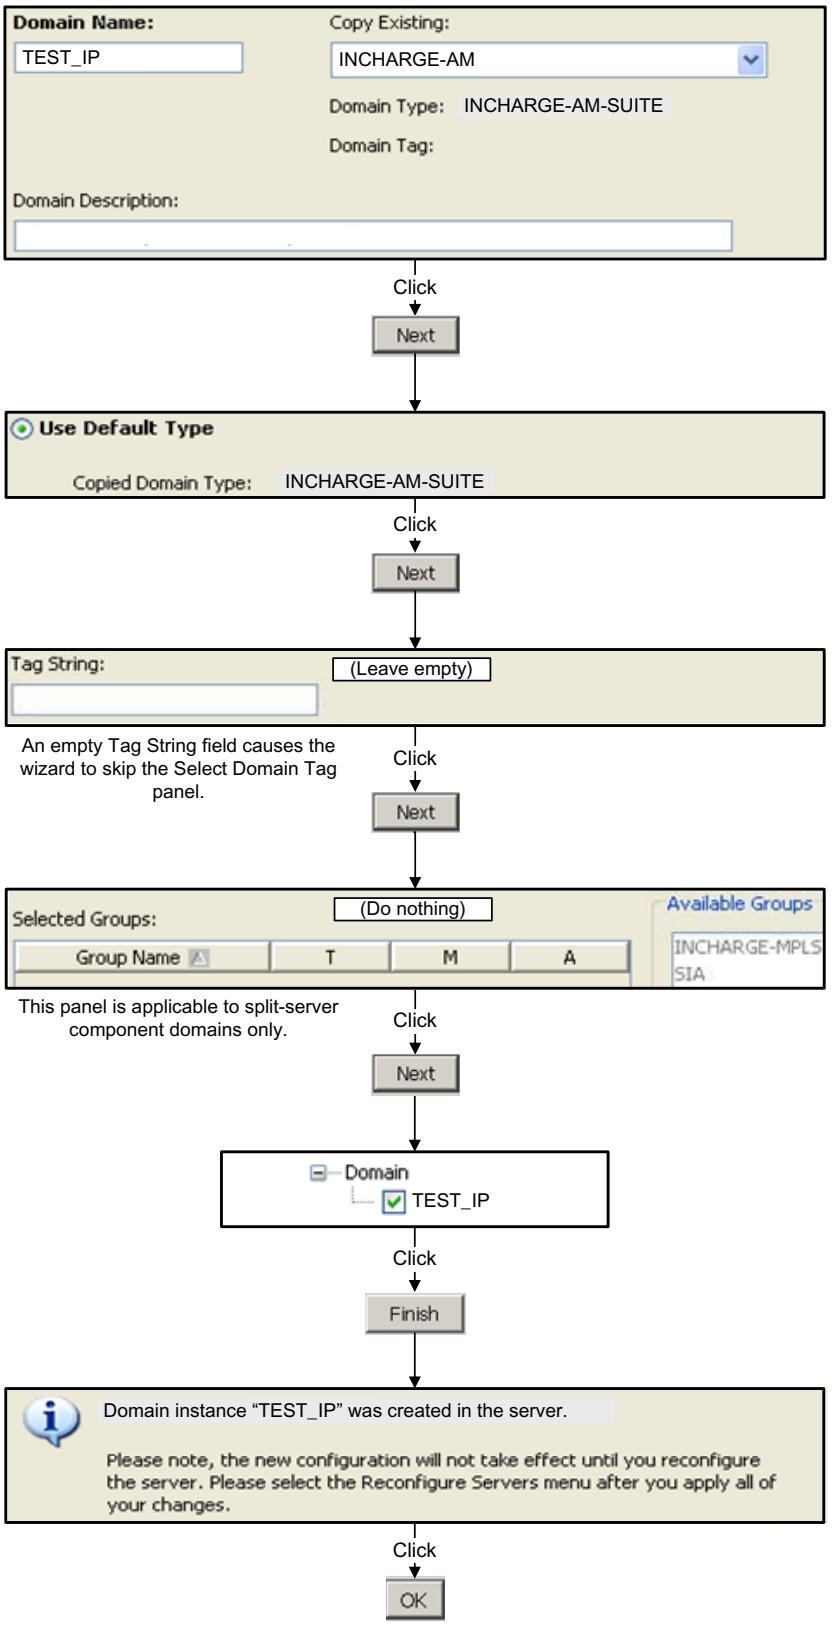

Figure 4 Using the Domain Creation Wizard to create the TEST_IP domain for Exercise 1
8. Consult Figure 4 on page 40 and follow the directions to create an IP Manager domain named **TEST_IP**. (Type **TEST_IP** in the **Domain Name** field and select **INCHARGE-AM** in the **Copy Existing** drop-down list.)